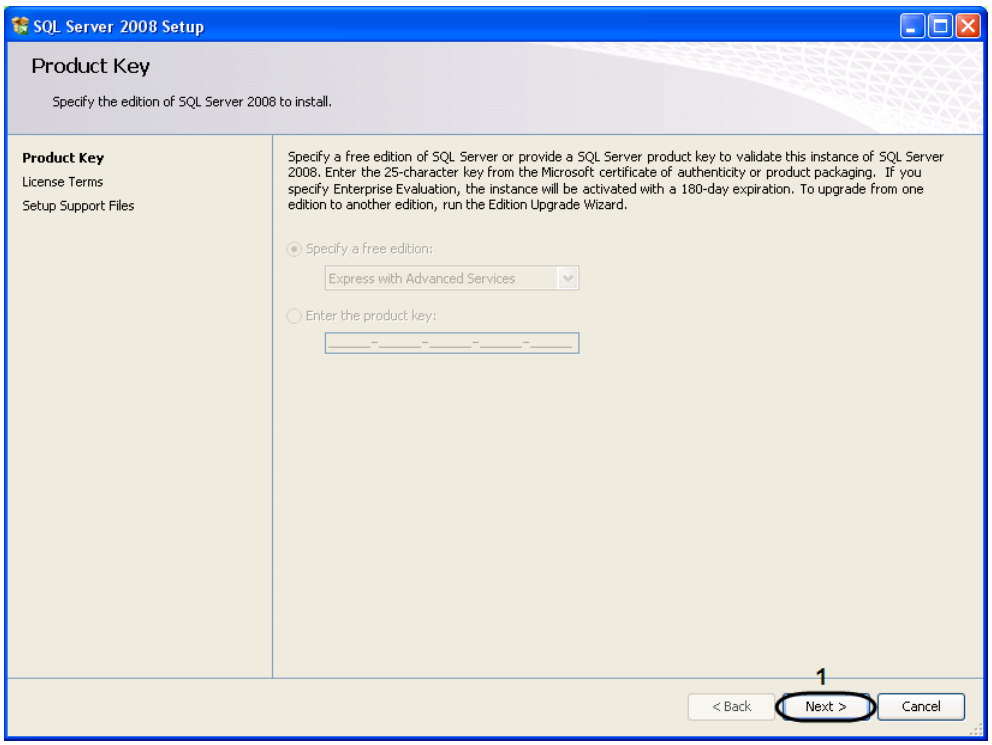

Figure 13.6-5 The "Product Key" box
5. Then the “Product Key” dialog box will be displayed for specifying the product key of MS SQL Server 2008 R2 (Figure 13.6-5).
6. To go to the next box, click the “Next>” button (Figure 13.6-5, 1).